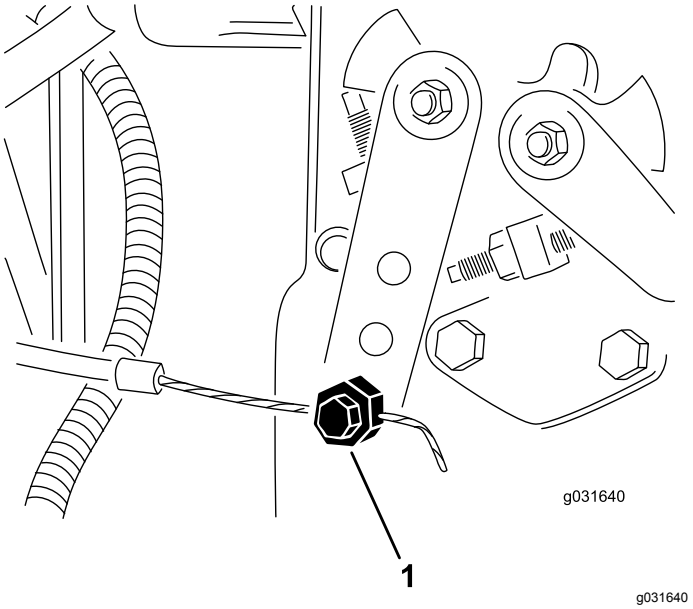

Figura 61
2. Allentate il raccordo del cavo dell'acceleratore sulla leva della pompa di iniezione (Figura 61).